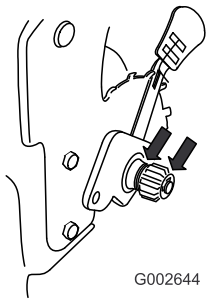

Figur 41
2. Kom smøreolie på tandhjulets inder- og yderside som vist på Figur 41.